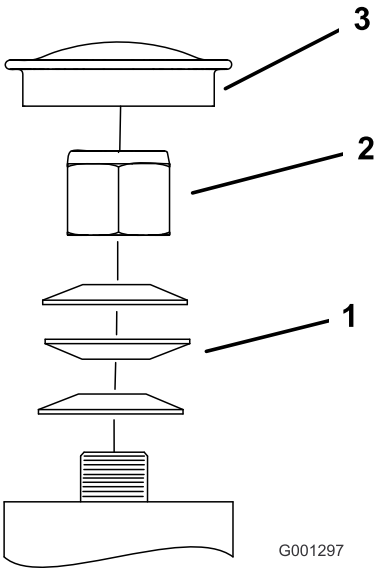

Figuur 50
3. Verwijder de stofkap van het zwenkwiel en draai de borgmoer aan (Figuur 50).
4. Draai de borgmoer aan totdat de veerringen vlak liggen, en draai deze vervolgens een 1/4 slag terug om de voorspanning op de lagers correct af te stellen (Figuur 50).
Belangrijk: De veerringen moeten op de juiste wijze worden gemonteerd zoals wordt getoond in Figuur 50.
5. Plaats de stofkap (Figuur 50).